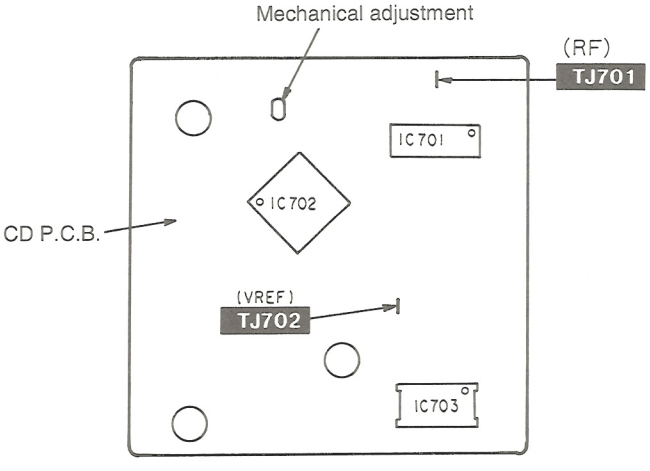

Fig. 8
4. Alternately adjust the two mechanical adjusting screws with the 2.0 mm allen wrench (SZZP1101C) until the RF signal amplitude on the oscilloscope is maximize. (Shown in Fig. 8)